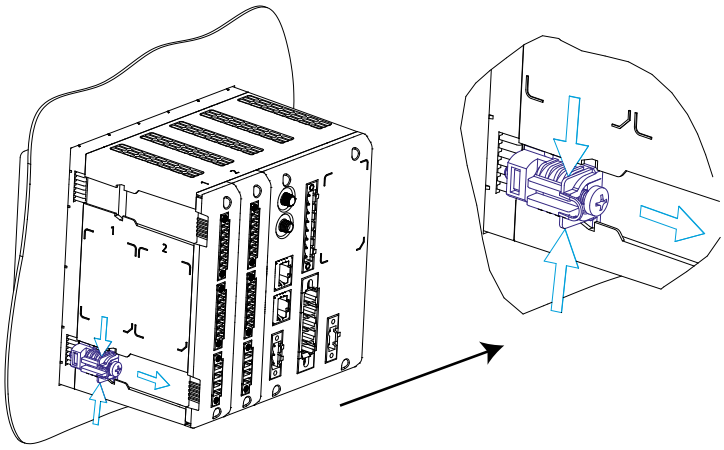

Figure 5: Removing the fixing element.
② Press the fixing element while removing it, as shown in **Figure 5.**